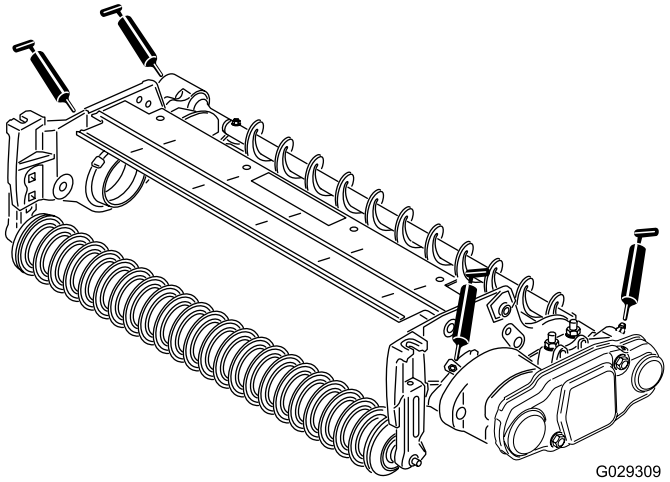

Figur 19
26. Smörj smörjnipplarna på rullborstens samtliga lagerhus och på resten av klippenheten med fett på litiumbas för allmänt bruk nr 2 (Figur 19).